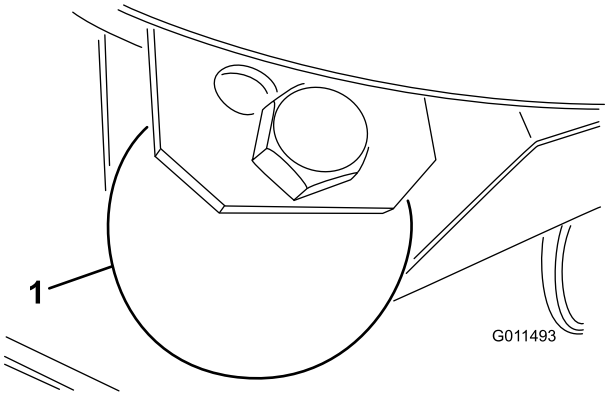

Figura 25
1. Retire o parafuso e a porca que fixam a roda guia aos suportes da unidade de corte (Figura 25).